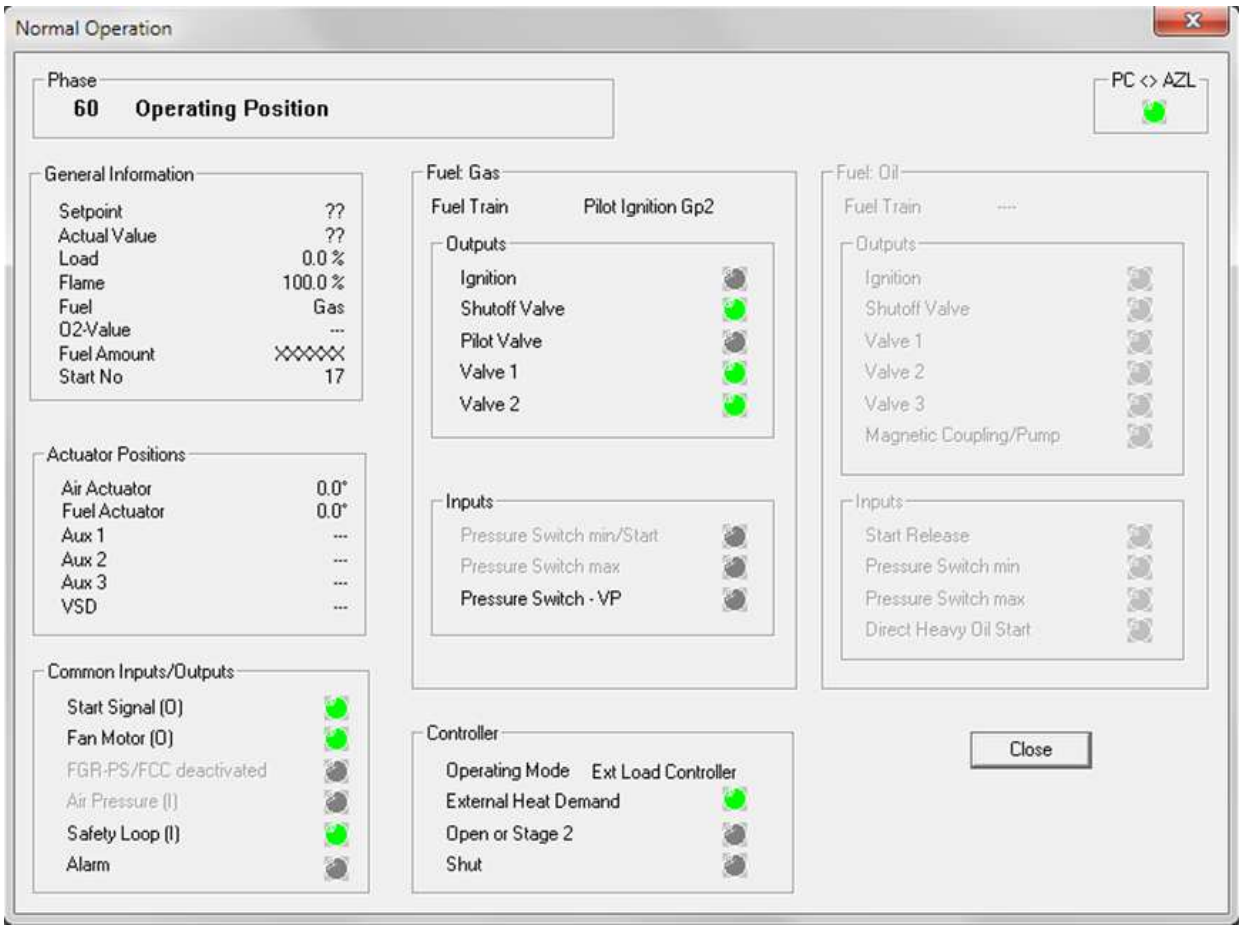

**Figure 9-8.1: The ACS450 Dashboard**
2. Once connected, go to the "Parameters" drop down menu, followed by the "Operating State" menu. Click on "Normal Operation", and the dashboard should appear detailing the operating state of the LMV5. The dashboard looks like Figure 9-8.1 below.